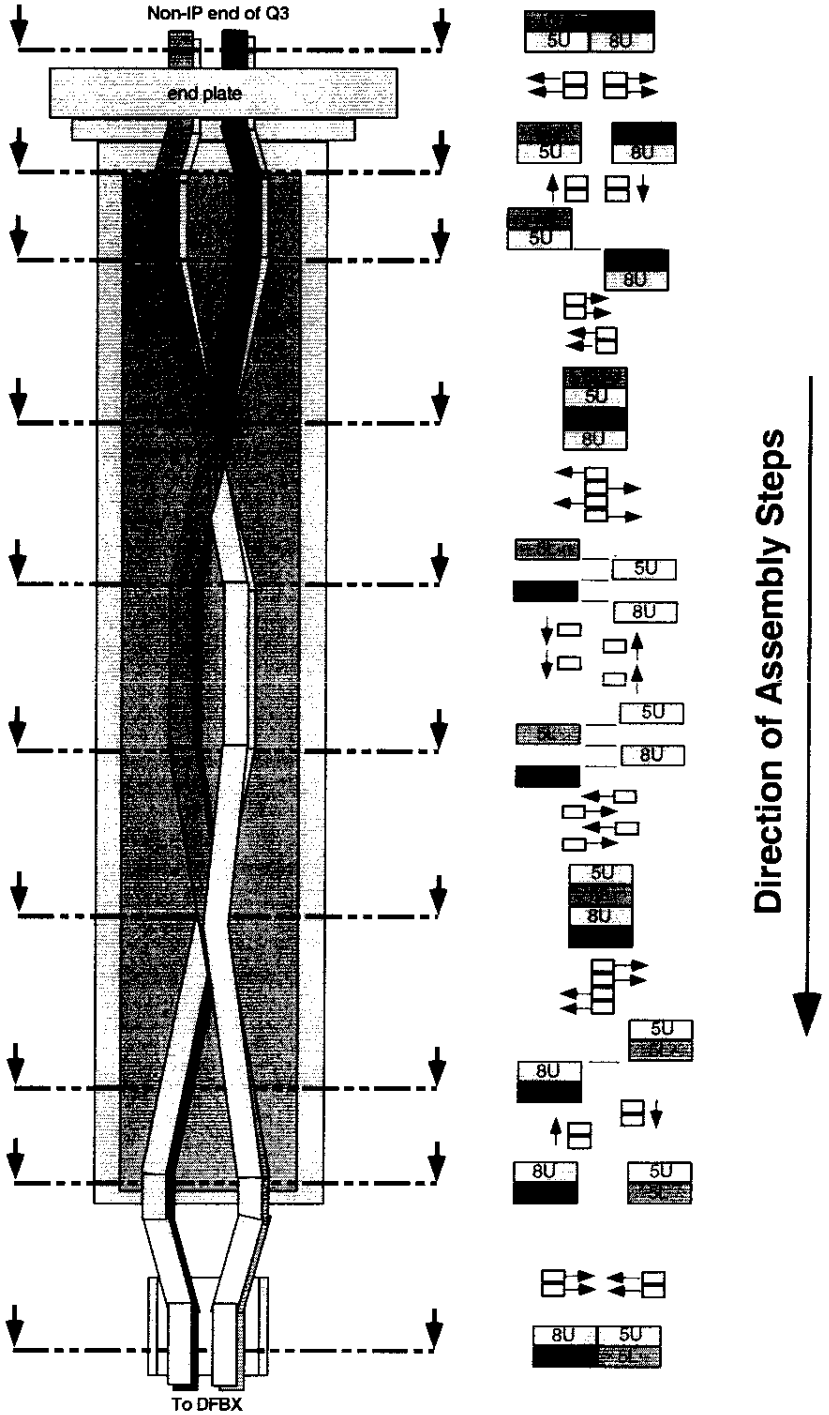

**Figure 15.1-A**
15.1 Route Non-IP End cables into crossover assembly on Non-IP End as shown in figure 15.1-A.